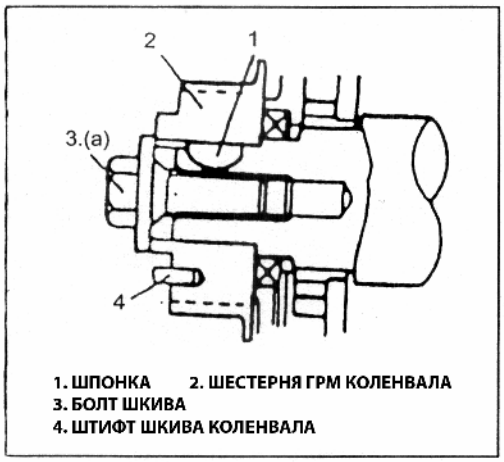

Рис. 58
5) Установите шпонку шкива ГРМ и шкив ГРМ. Правильная установка показана на рисунке. Затяните болт шкива коленвала при помощи ключа, при заблокированном коленвале (Рис. 58).